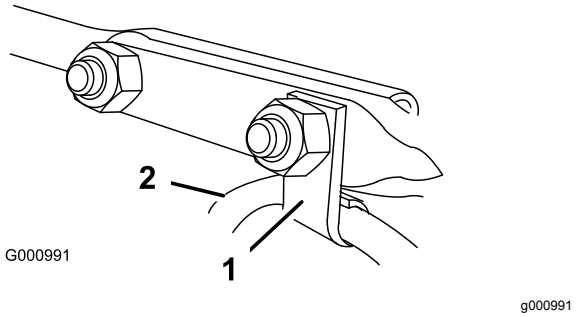

Rysunek 12
6. Załóż zacisk linki, który podtrzymuje linkę deflektora, na przednią śrubę podsadzaną i dokręć śruby podsadzane za pomocą nakrętek zabezpieczających z woreczka z częściami (Rysunek 12).